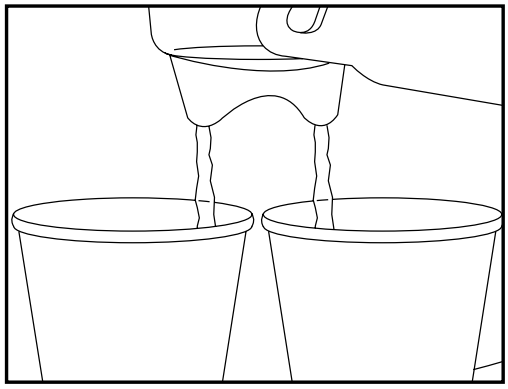
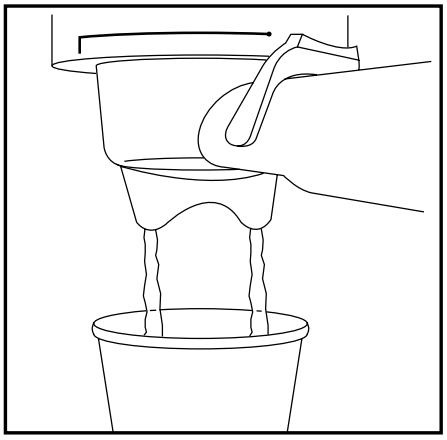

fig. 10
fig. 11
j. Place a cup underneath porta filter. (fig. 11)
Coffee is always dispersed from both spouts on the porta filter. When making one cup, be sure your cup is centered underneath both spouts. (fig. 11). When making two espressos or two cups of coffee, be sure to place two cups underneath the porta filter (fig. 10).